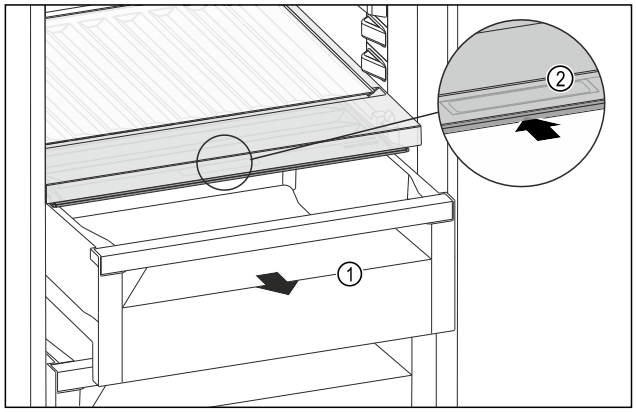

Fig. 128
▶ Húzza ki a fiókot *Fig. 128 (1)*.
▶ Fogja meg a süllyesztett fogantyút *Fig. 128 (2)* a rekeszfedélen, és ezzel egy időben tolja hátra a rekeszfedelet.